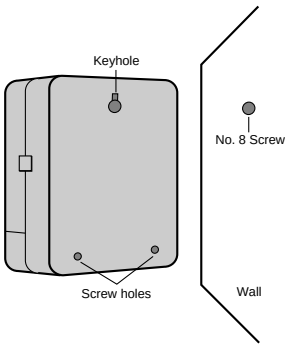

FIGURE 19: Mounting the Controller
- Screw a No. 8 screw through each of the two holes at the bottom of the box into the wall **[See Figure 19].**